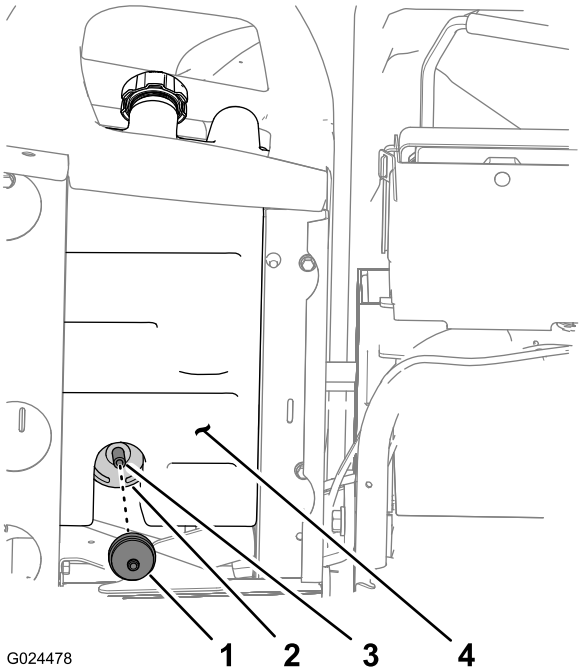

Rysunek 40
1. Odłącz przyłącze karbowane filtra w węglowym pochłaniaczu oparów od węża w dolnej części pochłaniacza, a następne zdejmij filtr (Rysunek 40).